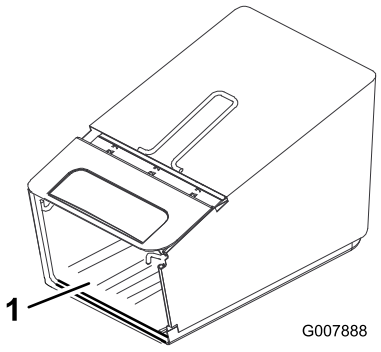

Figuur 7
2. Zorg ervoor dat de zijkanten van de zakbodem **binnen** het zakframe zitten, zoals wordt getoond in Figuur 7.